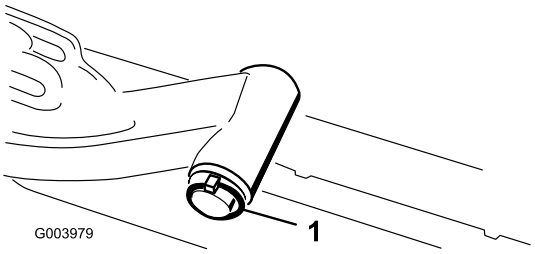

Figuur 8
A. Verwijder de lynchpen en de ring waarmee de draaiende as van de hefarm bevestigd is aan de hefarm en schuif de draaiende as van de hefarm uit de hefarm (Figuur 8).
C. Steek de as van de hefarm in de hefarm en zet deze vast met de ring en de lunspen (Figuur 8).